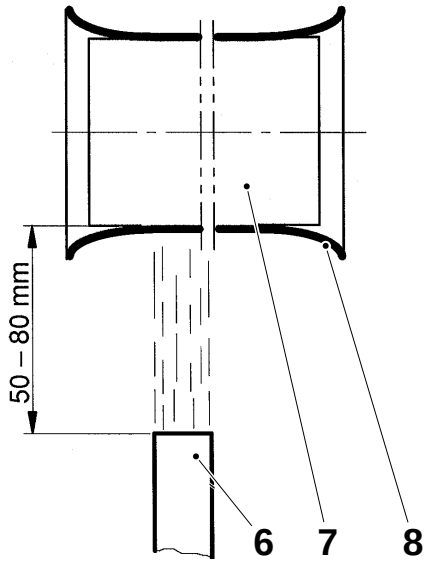
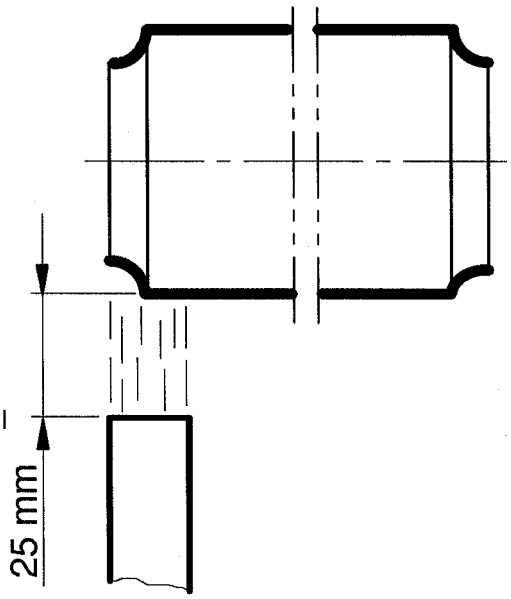

Fig. 1
Fig. 2
g) Limpiar el rodillo (7) de grasa u otros depósitos. Pasar papel de lija sobre la superficie de forma manual para que quede un poco más áspera.
i) Cortar una tramo adecuado de manguera retráctil (8) (ancho de rodillo + 5 mm).
l) Dirigir la pistola de aire caliente al centro del rodillo a una distancia de 50 - 80 mm. Calentar esta área hasta que la manguera se encoja de forma pareja contra al rodillo (fig. 1). Cuando la manguera se contraiga firmemente contra el rodillo, reducir la distancia a aproximadamente 25 mm, a continuación mover la pistola de aire hacia los extremos y cerciorarse de que los extremos libres (fig. 2) de la manguera estén contraídos a su diámetro mínimo.